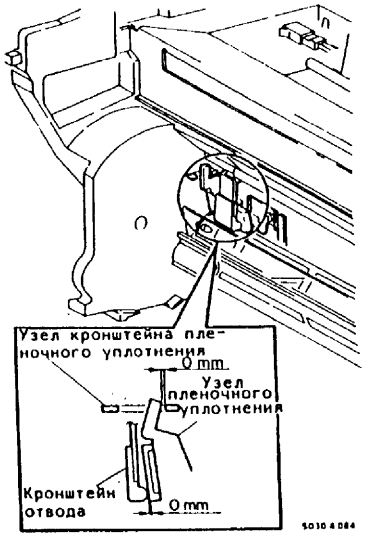

Рис.1. Проверка положения узла пленочного уплотнения
4. (Рис.1): При выключенном соленоиде отвода проверить зазор, показанный на рис. справа.